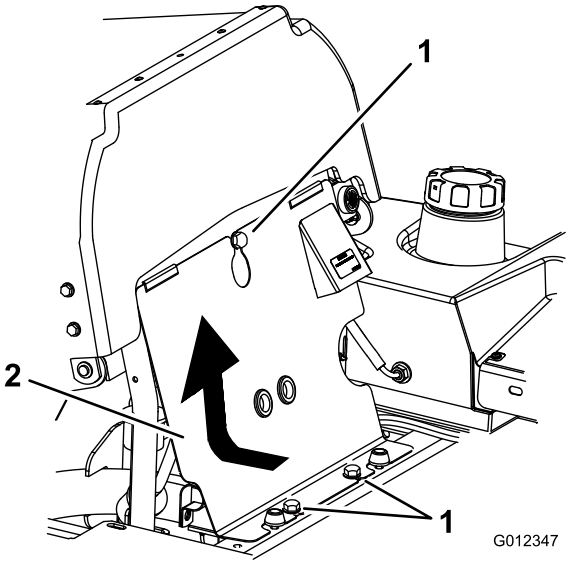

**Figuur 69**
3. Kantel de stoel naar voren, draai de bouten los en verwijder het frontpaneel van de motor (Figuur 69).